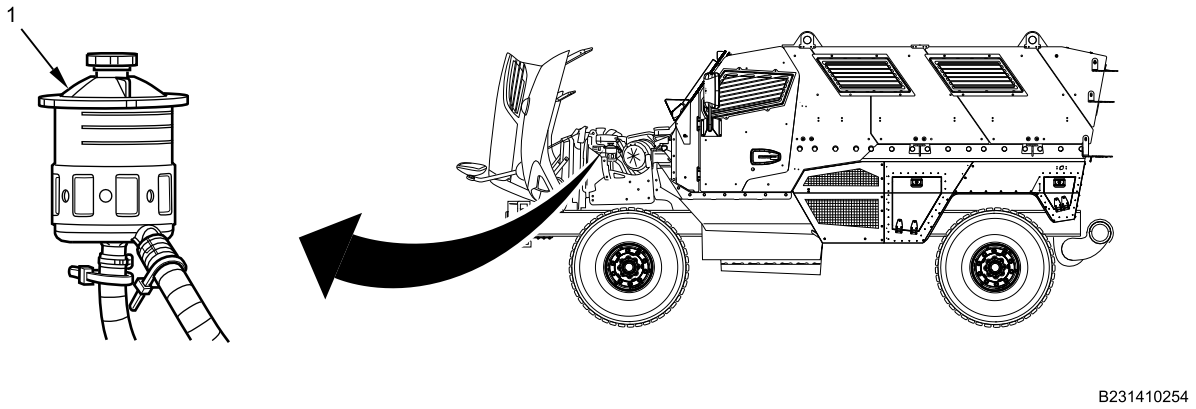

Figure 1. Power Steering Reservoir.
1. Clean power steering reservoir (Figure 1, Item 1) before removing cover.